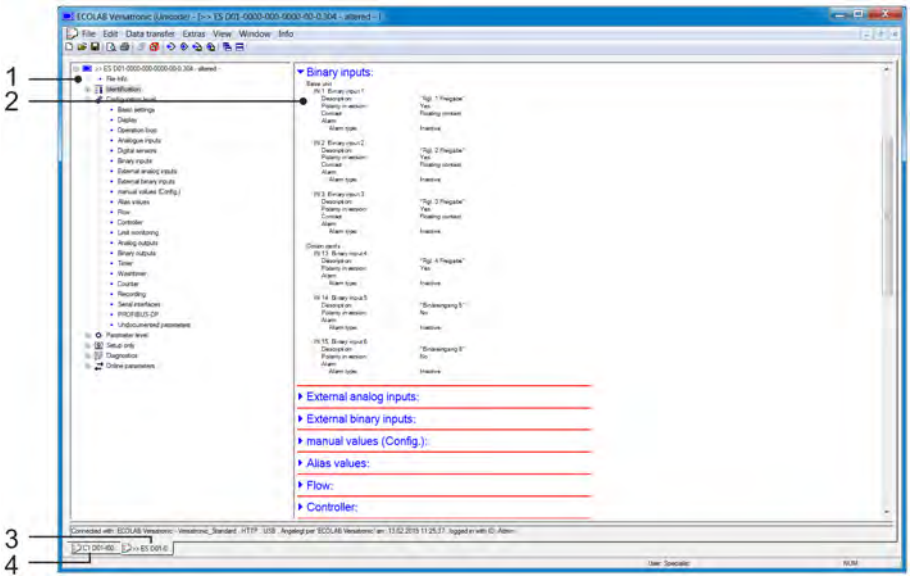

Fig. 104: Edit setup file
1. Place the cursor between two icon groups (see Fig. 104 .)